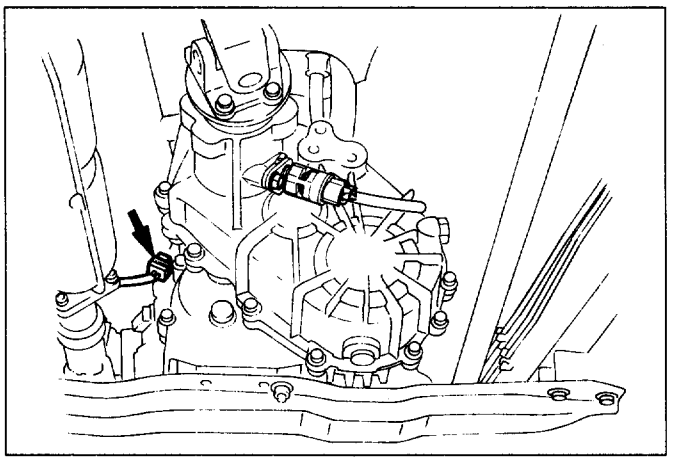

Fig. 7B-3
3. **Slave cylinder, heat protector, dust cover (1) and (2) (Fig. 7B-4)**
- Remove the dust cover (1) and (2).